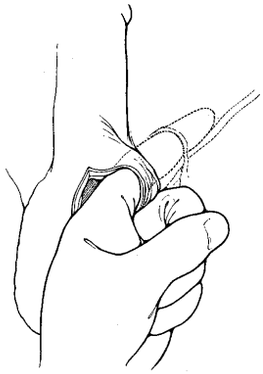

Figure 4-15a. Create Defect
1. Create a defect in transversalis fascia through the external inguinal ring **(Figure 4-15a)**. This defect provides access to the prevesical space. You may find access to the inguinal ring and pre-vesicle space easier using the baby deaver provided in the SKW Retractor Kit. The deaver is placed in the inguinal ring and pulled toward the head, revealing the inguinal ring. Once the pocket is created in the prevesical space, use your finger to place the reservoir into the space.